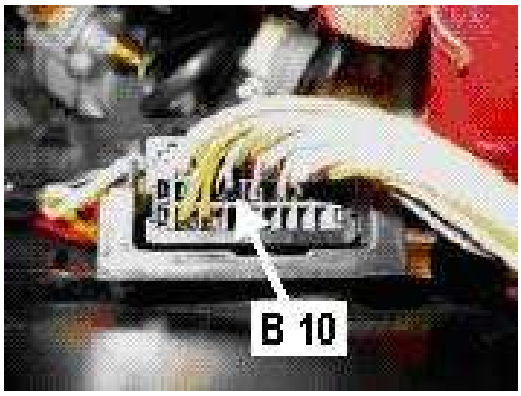

fig 4
***SANDERO** – Le signal de température du liquide de refroidissement est repris par la voie B10 (fig.4) du connecteur original trouvé au dos de la batterie, en utilisant un fil de couleur ORANGE.*